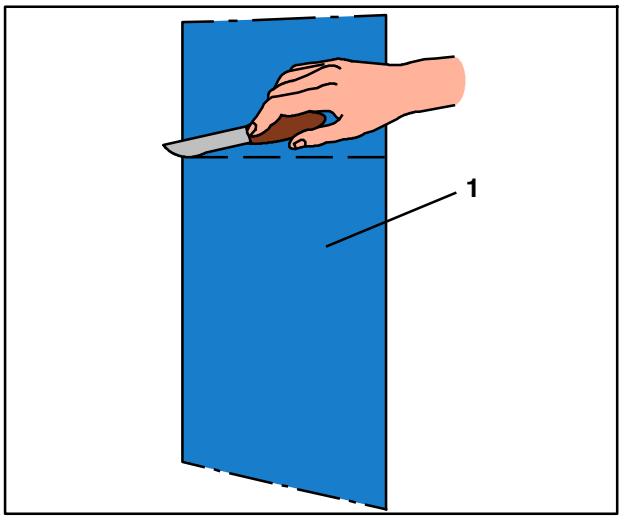

Fig. 192 Bande
5. Couper la bande (Fig. 192/1) près de la bobine et fixer la bande